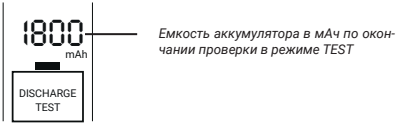

Рис. 9
7.4 После того, как аккумулятор полностью заряжен, ЗУ автоматически перейдет к этапу разряда током, зависящим от установленного тока заряда (см. Таблицу 1). На дисплее отображается «DISCHARGE TEST». По окончании режима на дисплее отобразится полученная емкость аккумулятора (см. Рис. 9)